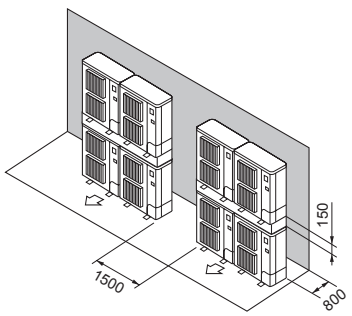

Fig. 2-19
⑦ Anlagen in gestapelter Anordnung (Fig. 2-19)